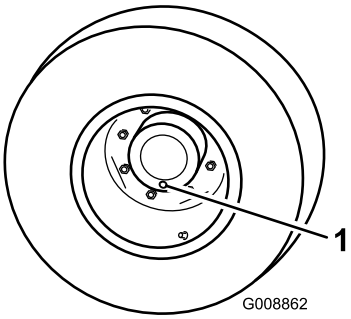

図 58
1. 平らな場所で、点検プラグが一番低い位置時計の 6 時の位置に来るように停止させる図 58 。